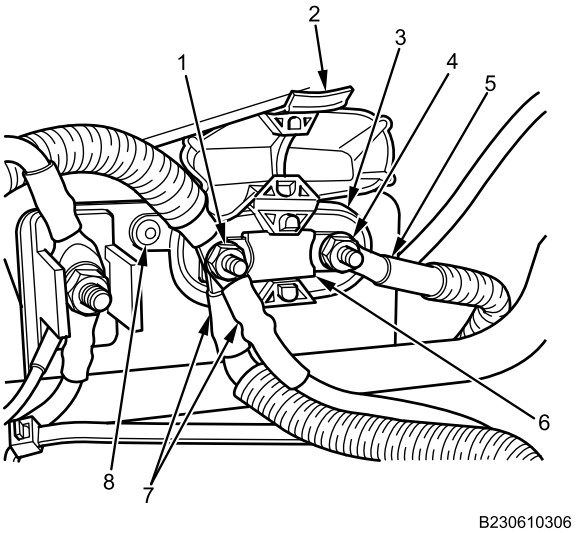

Figure 3. Underhood Fuse Holder Installation.
1. Install underhood fuse holder (Figure 3, Item 3) with two rivets (Figure 3, Item 8).
2. Install fuse (Figure 3, Item 6) on fuse holder (Figure 3, Item 3).
3. Install cables (Figure 3, Item 5 and 7) on underhood fuse holder (Figure 3, Item 3) with two nuts (Figure 3, Item 1 and 4). Tighten securely.
4. Close cable cover (Figure 3, Item 2).